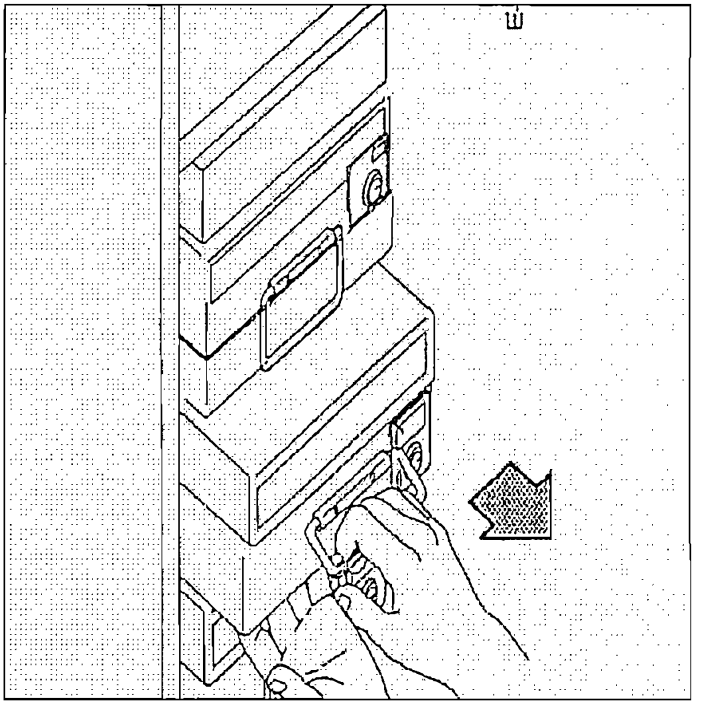

Figura 1.15 Cajetines de dinero
- Cajetines de dinero (currency cassette) por lo general (4).- Configurados para las diferentes denominaciones: $. 1.oo, $. 5.oo, $. 10.oo y $. 20.oo. Estos están colocados dentro de guías que el dispensador posee. Figura 1.15